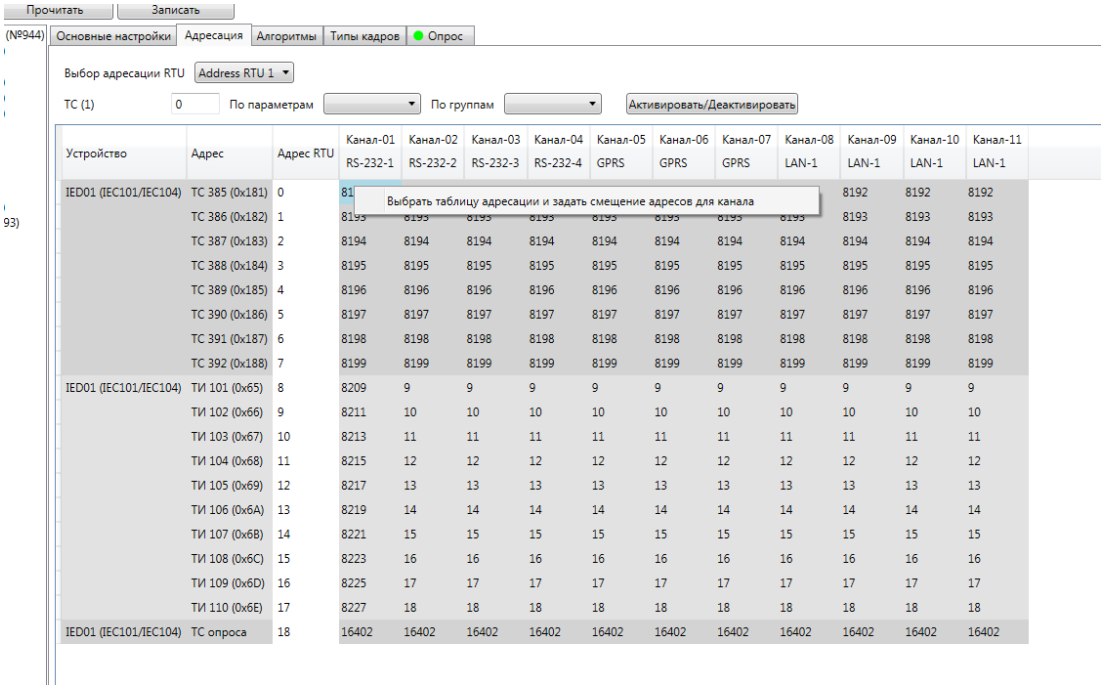

Рисунок 4.4. Настройка смещения каналов.
4.1.4 Для выбора стартового адреса и корректного чтения 4-х байтных ТИ по Modbus TCP необходимо задать соответствующие типы адресов ТИ для Modbus (рис. 4.4; 4.5). Для этого необходимо кликнуть правой кнопкой мыши по адресу любого параметра в нужном канале во вкладке «Адресация» и выбрать таблицу адресации. В появившемся окне необходимо задать типы адресов «Modbus (4 байта). Новые адреса, появившиеся